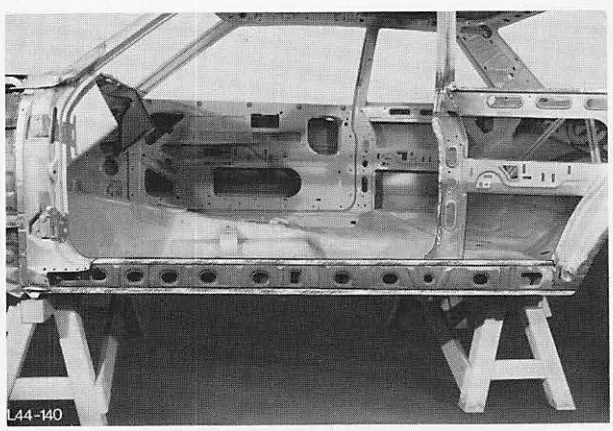

Abb. 152 Punktflansche putzen und richten
6. Punktflansche putzen und richten, Abb. 152.